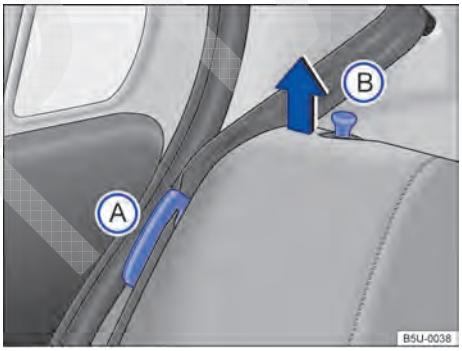
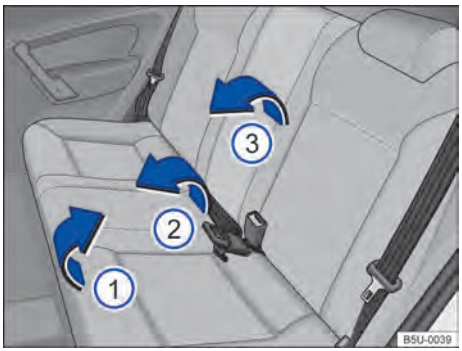

Fig. 73 Banco traseiro: posicionador do cadarço do cinto de segurança Ⓐ e pino de destravamento do encosto Ⓑ.
Fig. 74 Banco traseiro: rebater o banco traseiro. ▶
As figuras → Fig. 73 e → Fig. 74 ilustram, como exemplo, o procedimento para rebater o banco traseiro.
– Encaixar os cadarços dos cintos nos respectivos alojamentos no revestimento lateral → Fig. 73 Ⓐ.
– Puxar o assento pela parte da frente → Fig. 74 ① no sentido da seta, para cima.
– Levantar a parte traseira do assento → Fig. 74 ② e deslocar totalmente para a frente, de maneira que o assento fique o mais próximo possível do assoalho e do encosto do banco dianteiro.
– Puxar os pinos de destravamento → Fig. 73 Ⓑ e, ao mesmo tempo, rebater parcialmente o encosto do banco → Fig. 74 ③ e remover os apoios para cabeça → Página 52. Abaixar totalmente o encosto do banco traseiro.
– Encaixar os cadarços dos cintos de segurança nos respectivos posicionadores → Fig. 73 Ⓐ.
– Levantar os pinos → Fig. 73 Ⓑ e, ao mesmo tempo, rebater parcialmente o encosto do banco traseiro → Fig. 74 ③.